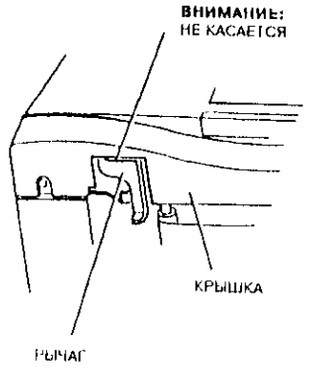

Рисунок 4. Расположение рычажка и крышки
4. (Рисунок 4) Отрегулируйте узел соленоида так чтобы между рычажком тяги и кромкой регистрации не было зазора.
5. (Рисунок 4) Установите на место переднюю крышку DADF. Проверьте, что она не мешает рычажку тяги соленоида. Если мешает - проверьте правильность установки соленоида SOL 05-020 на монтажном кронштейне.